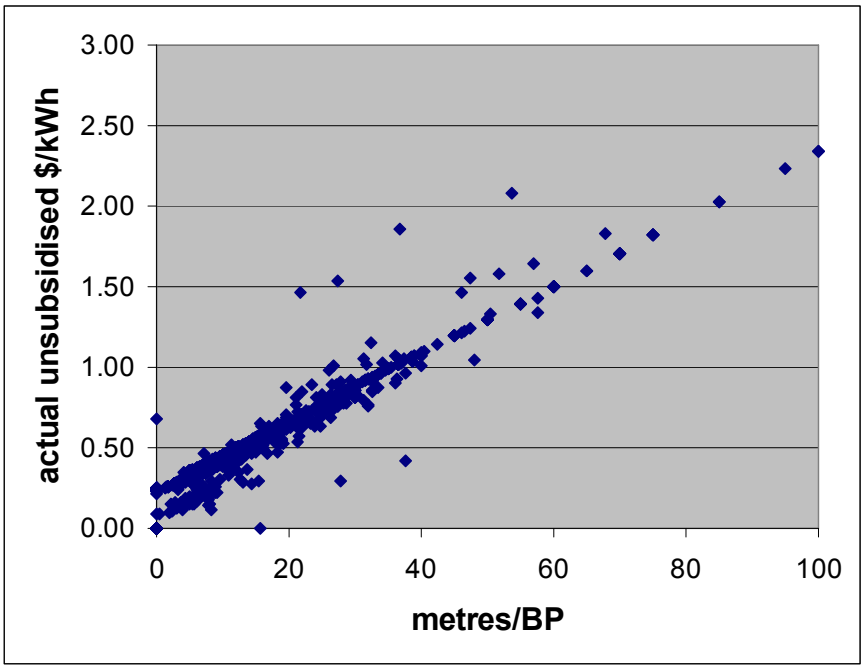

Figure 1: Levelised electricity cost versus metres/BP for the 1,200 grid lines analysed
1. From Figure 1, above, read off the m/BP equivalent to the cost/kWh for the competing technology. (ie for TC d, read of 77c/kWh = 25m/BP)